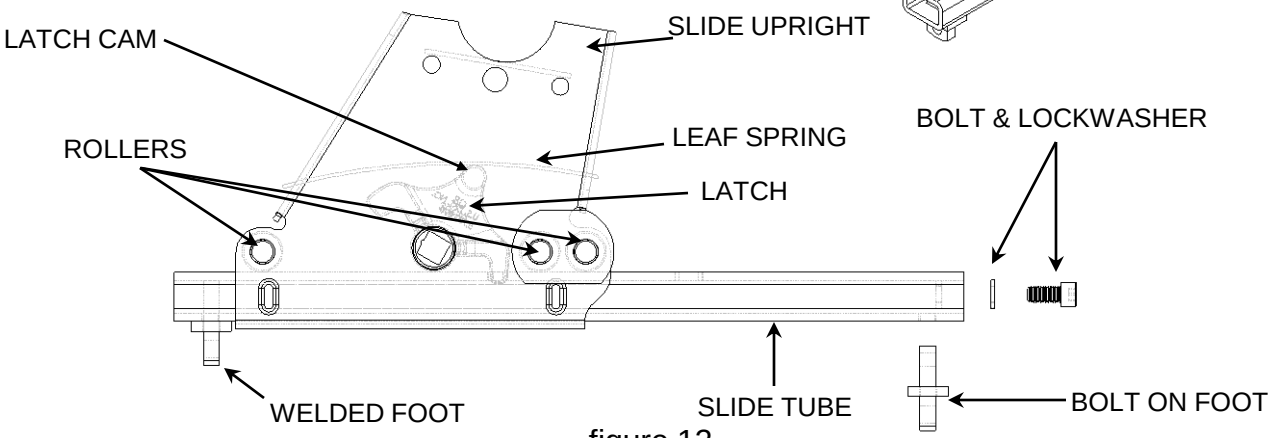

figure 12
6. Return to truck. Release emergency brake. Manually engage trailer brake and pull truck forward until 5TH WHEEL KWIK SLIDE stops at bolt in foot (figure 12) and latch engages in maneuvering position (see figure 15).
6. Return to truck. Release emergency brake. Manually engage trailer brake and back truck rearward until 5TH WHEEL KWIK SLIDE stops at the welded foot (figure 12) and latch engages in towing position (see figure 17).